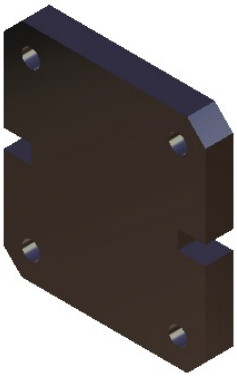

Figure 4-70 *The model after applying the Aluminium material*
5. Now, choose the **Shading with Material** button from the **View mode** sub-toolbar of the **View** toolbar. The model after applying the Aluminium material is shown in Figure 4-70.